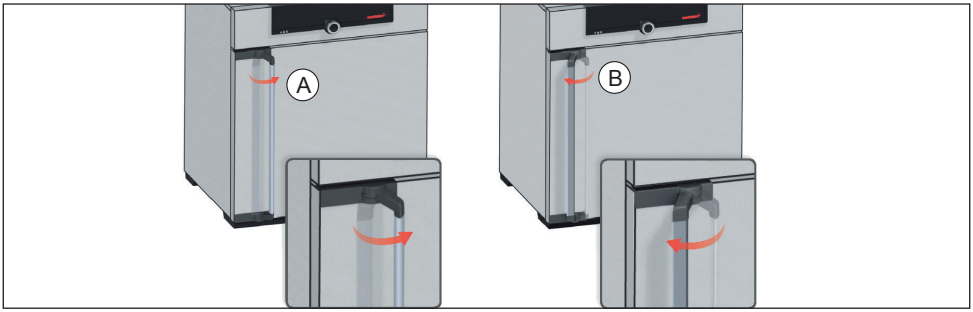

Fig. 14 Aprire e chiudere la porta
- Per aprire la porta tirare la maniglia (a seconda del modello verso destra o verso sinistra, Fig. 14, A).
- Per chiudere la porta, spingerla e ruotare la maniglia lateralmente (B).